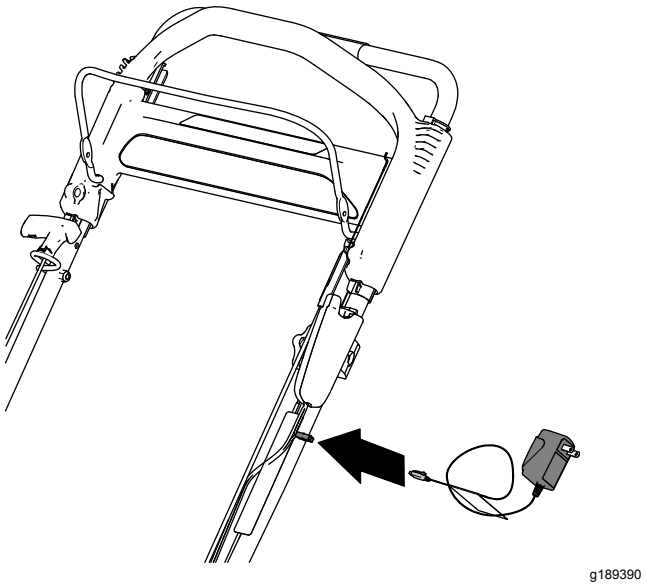

Figura 29
1. Conecte el cargador al arnés de cables, situado debajo del botón de arranque eléctrico (Figura 29).